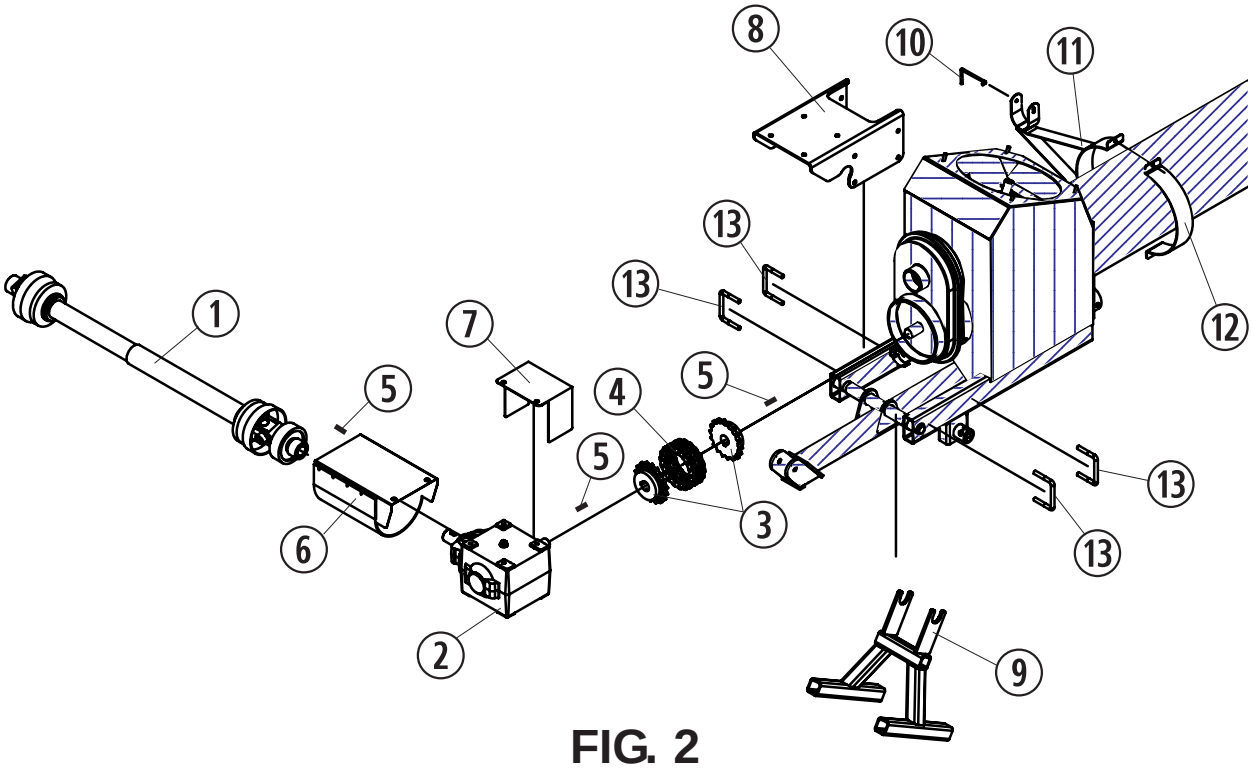
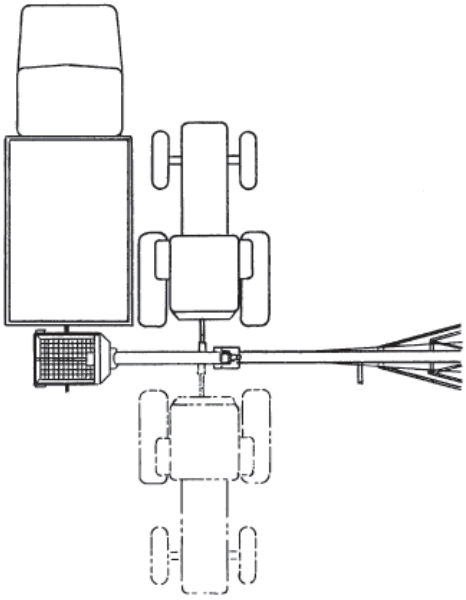

FIG. 2
FIG. 3
Assemble the following side drive conversion kit components as shown in Figure 2.
1. Slide a 1-1/2" bore flex coupler half ③ onto the input shaft of the inlet hopper. Install a 3/8" x 1-1/2" square key ⑤ into the coupler half. **DO NOT** tighten the setscrews down against the shaft at this point. (See Figure 2.)
2. Install the main gearbox support plate ⑧ between the inlet hopper hitch support tubes. This plate must be slipped into place from beneath the hopper. To do this, unpin the hitch at the rear of the inlet hopper (refer to operators manual shipped with the auger 1015709) and pivot the rear of the hitch tube down. Slide the gearbox support plate over the hitch tube, under the inlet hopper and into place just in front of the gearbox ②.
3. Use (4) ½” U-bolts and nylock nuts ⑬ to fasten the gearbox support plate ⑧ in place. Do not tighten the U-bolt nuts fully. The support plate must be allowed to move slightly when connecting the chain coupler together.
NOTE: The side drive kit can be driven from either the right or left hand side of the hitch. (See Figure 3.) The gearbox ② is shipped ready for installation on the left side (facing the auger). For right hand operation, the breather cap provided in the gearbox must be moved to the other side of the gearbox. All illustrations accompanying this manual, show the drive being assembled for a left hand drive. For right hand drive installations, simply assemble items accordingly on the right side of the hitch.